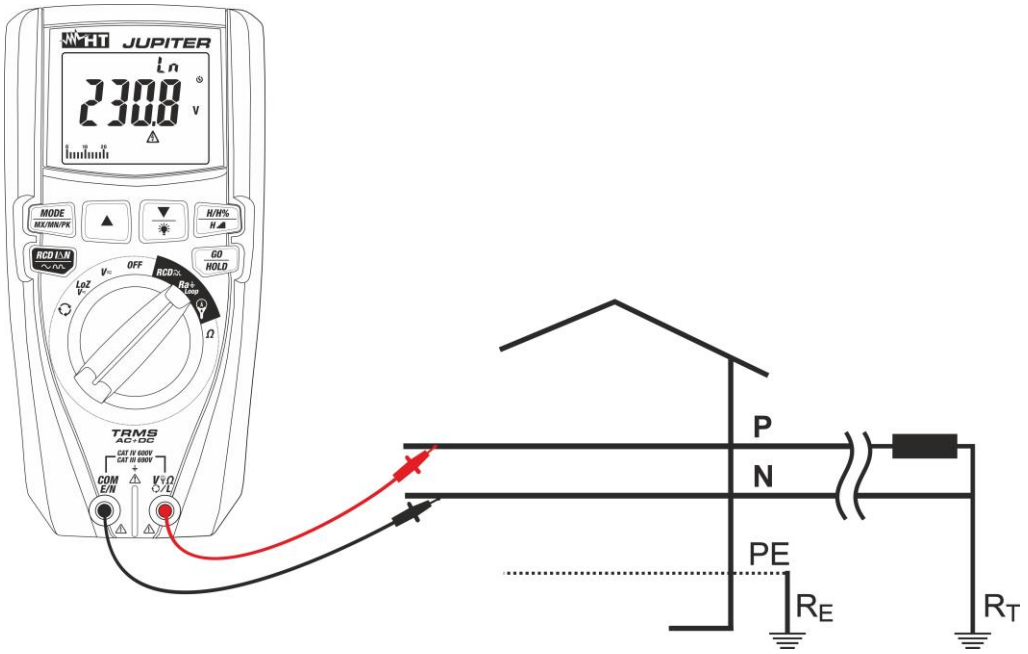

Fig. 26: Utilisation de l'instrument pour mesurer l'impédance de Loop L-N avec embouts.
8. **Pour mesurer la Loop L-N** si on utilise les embouts de mesure, introduire le conducteur rouge dans la borne d'entrée **VΩL** et le conducteur noir dans la borne d'entrée **COM/E/N** puis connecter l'instrument à l'installation sous test (voir Fig. 26). La valeur de la tension Phase-Neutre apparaît à l'écran.